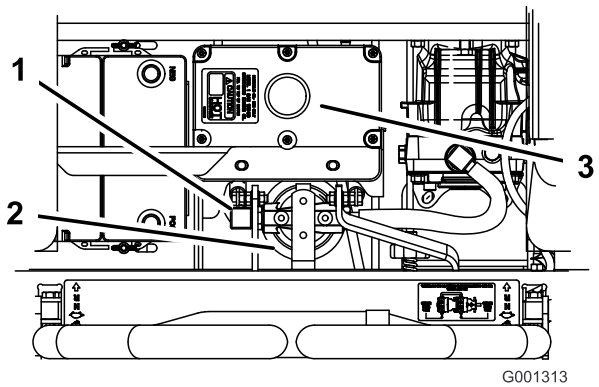

Figur 71
4. Ta bort den högra hydraulledningen som går ner i adaptern (Figur 71).
6. Montera den högra hydraulledningen på adaptern (Figur 71).